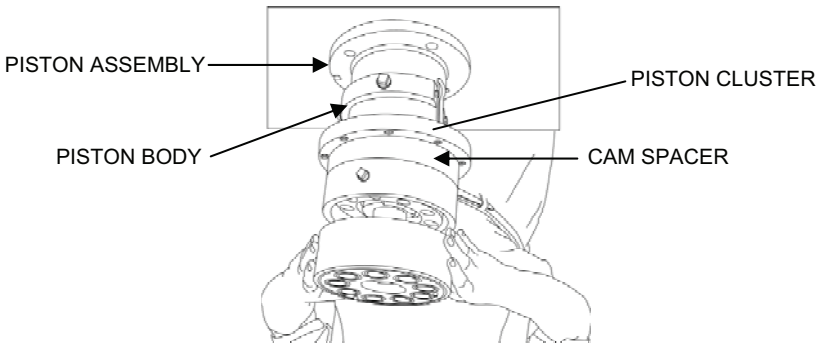

Figure 9. Piston Body Assembly Installation.
b. Apply glycerin to the body bearing and install the piston body on the cam spacer making sure to line up the pencil scribe marks (see Figure 9).